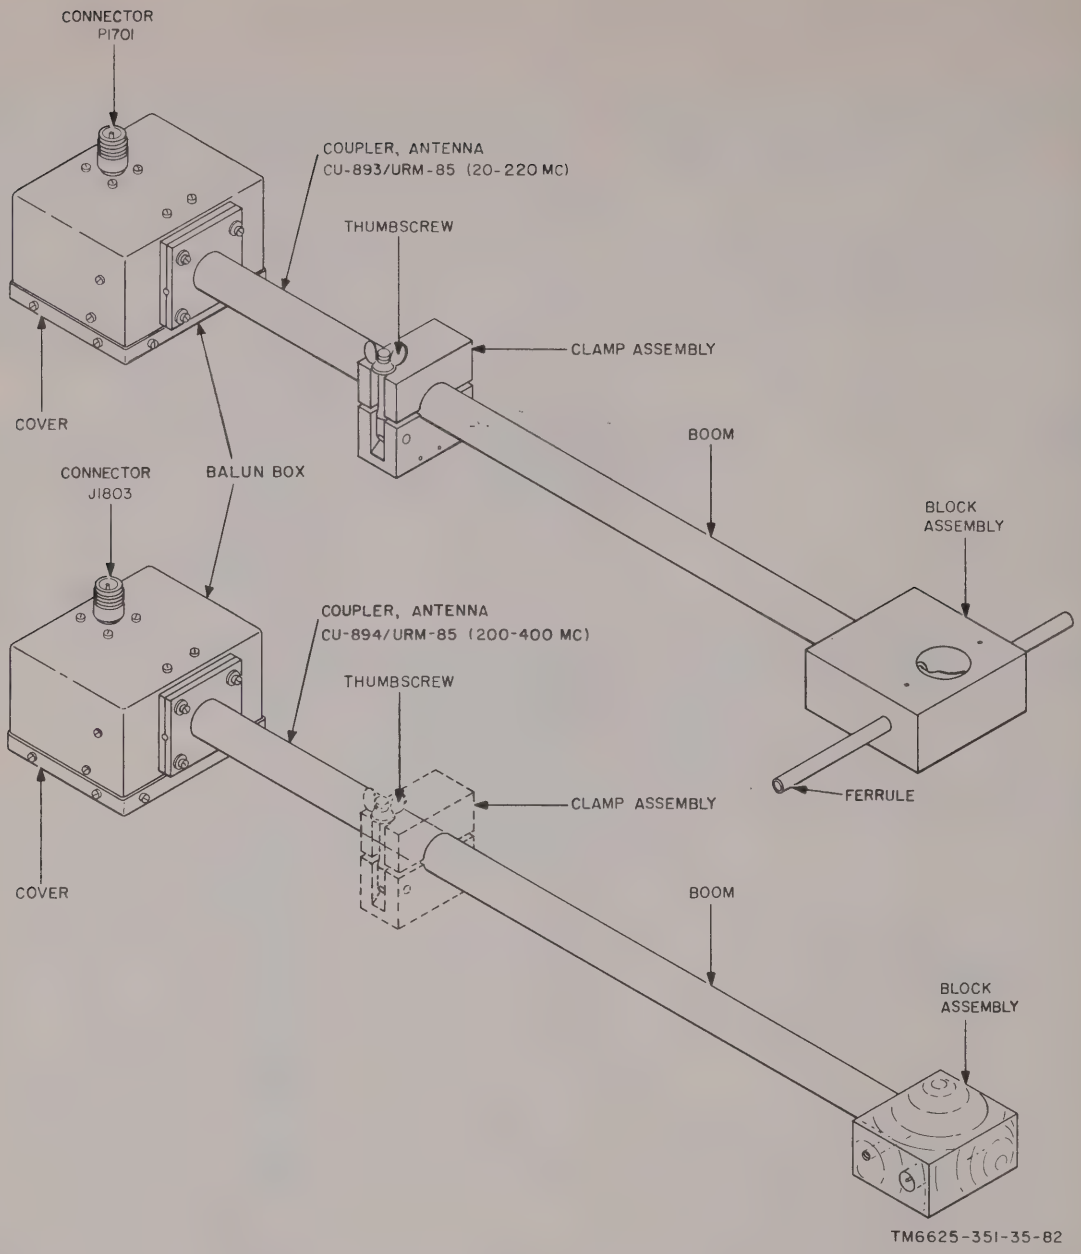

Figure 85. Couplers, Antenna CU-893/URM-85 and CU-894/URM-85, parts location diagram.
d. Couplers, Antenna CU-893/URM-85 and CU-894/URM-85 (fig. 85). A method of checking the operation of Couplers, Antenna CU-893/URM-85 and CU-894/URM-85 is outlined in paragraph 43c, steps 5 through 44; TM 11-6625-351-12. After it is established that the source of possible trouble in the main unit and in the tuning unit (para 72 and 73) has been eliminated, check for possible trouble within the couplers as follows: